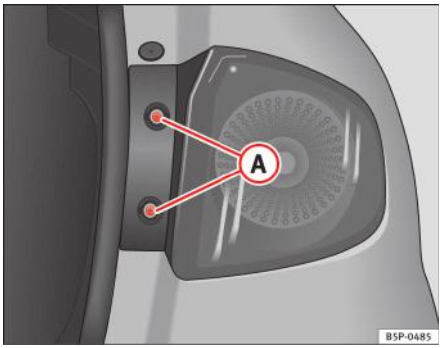

Fig. 190 Lămpile de poziție laterale şi cele de frână
– Scoateți şuruburile ⇒ fig. 190 (A).